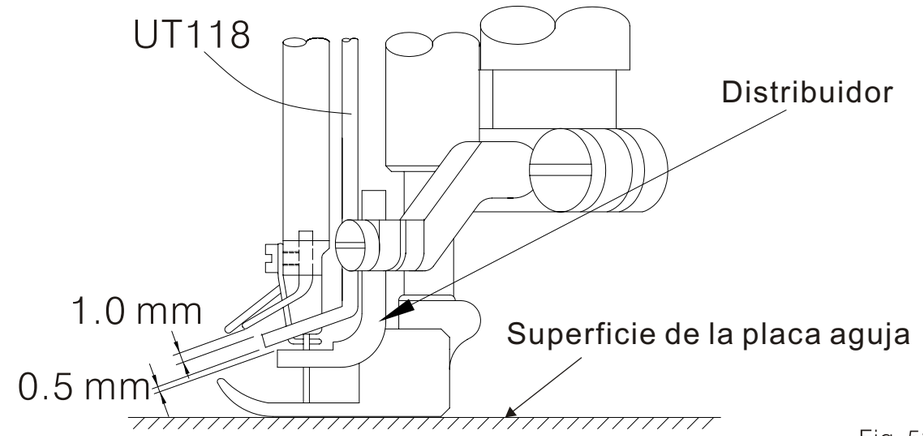

Fig. 53
(2) La posición de arriba y debajo del soporte de la cubierta del guía hilo: (Fig. 53)